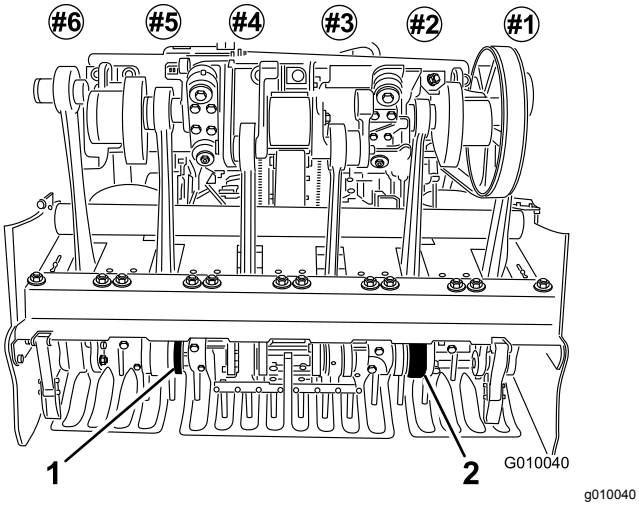

Figur 26
6. Montera luftarpinnar i luftarpinnshållarna nr 2 och 5 (Figur 26). Dra åt bultarna.